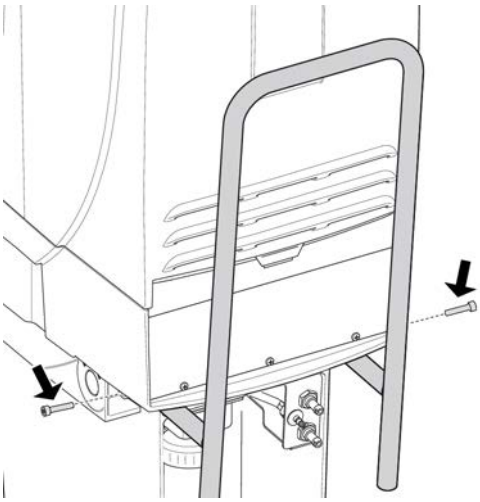

Figure 2-5. Transportation handle
1) Install the transportation handle according to Figure 2-5 “Transportation handle” on page 24.